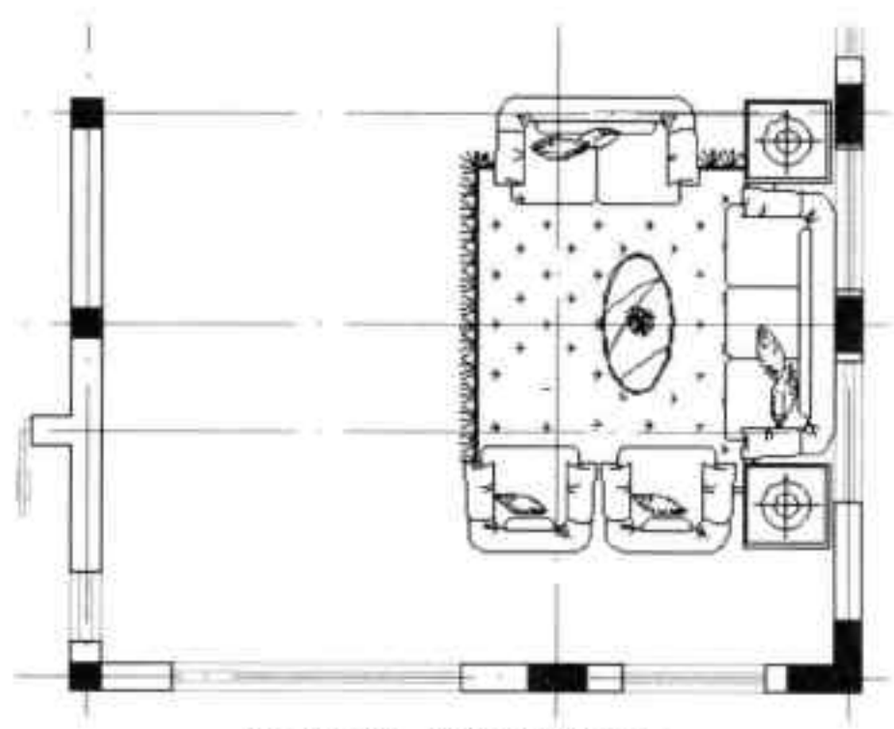

图18-73 添加沙发图块
Step04 在绘图区中，指定好沙发图块的位置，即可完成沙发图块的添加操作，如图 18-73 所示。